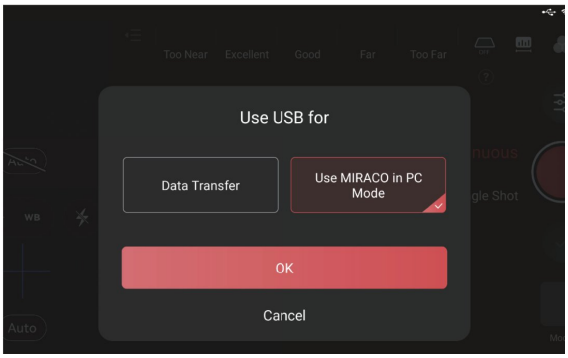

Abbildung 1
Schritt 4: Wählen Sie [MIRACO im PC-Modus verwenden] und tippen Sie auf [OK], siehe Abbildung 1.